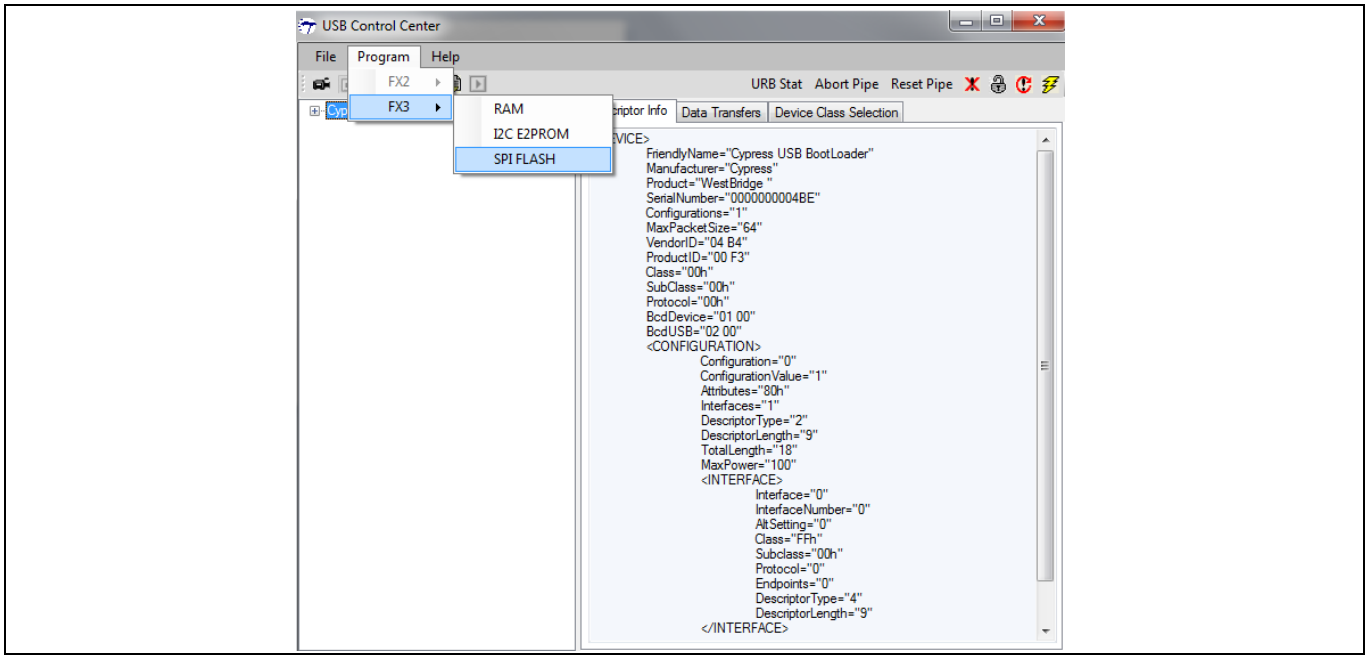

Figure 31　　コントロール センターで Program > FX3 > SPI FLASH を選択
4. コントロール センター内で、**Figure 31** に示すように **Program** > **FX3** > **SPI FLASH** を選択することで FX3 デバイスを選択してください。に示すように、SPI フラッシュにプログラムされる*.img* ファイルをブラウズしてください。